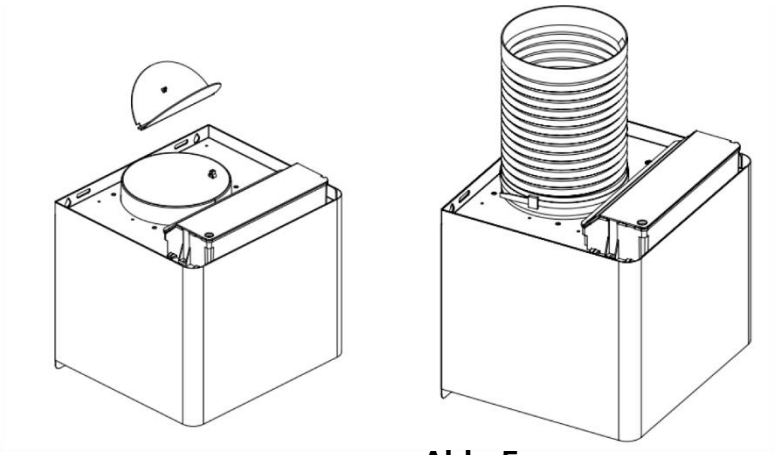

Abb. 5
4.Montieren Sie die V-Klappe und das Erweiterungsrohr (nicht im Lieferumfang enthalten) am Auslass und befestigen Sie das Erweiterungsrohr mit einem Kabelbinder. Siehe Abb. 5.